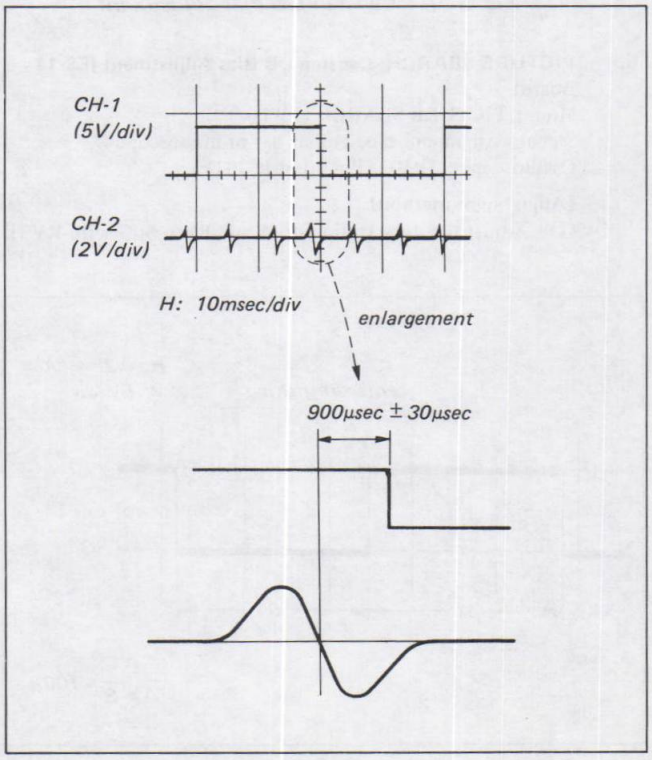

Fig. 5-16. RF switching position adjustment (2)
(2) Change connection of CH-2 only to pin 32 of IC301.
(3) Adjust to 900μsec ± 30μsec with RV304. (See Fig. 5-16.)